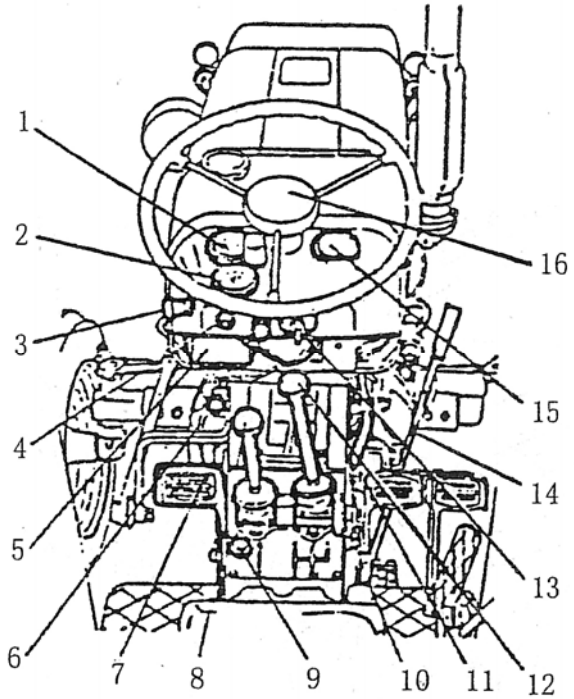

Рис. 2-1
1. Предварительный нагрев пусковой выключатель 13 (рис. 2-1)
2. Трехпозиционный переключатель 10 (см. рис. 2-1)
3. Переключатель задних фар 3 (рис. 2-1)
4. Ручной газ 4 (рис. 2-1)
5. Канат для заглохания двигателя 6 (рис. 2-1)
6. Газ внизу 4 (рис. 2-1)
7. Трос сброса давления 11 (см. рис. 2-1)
8. Основной и вторичный рычаги скоростей 12,8 (рис. 2-1)
9. Педаль сцепления 2 (см. рис. 2-1)
10. Амперметр 15 (рис. 2-1)
11. Указатель температуры воды 1 (рис.2-1)
12. Измеритель давления масла 2 (рис.2-1)